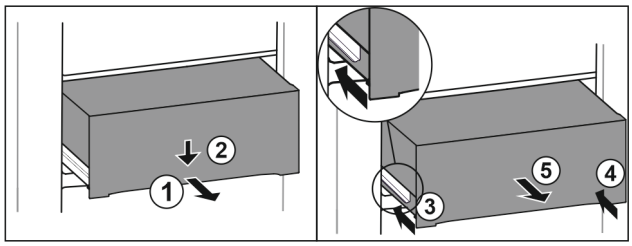

Fig. 146
▶ Tirer le tiroir jusqu'à mi-chemin. *Fig. 146 (1)*
▶ Appuyer sur l'avant du tiroir vers le bas. *Fig. 146 (2)*
▶ Insérer le rail gauche d'env. 2 cm. *Fig. 146 (3)*
▶ Insérer le rail droit d'env. 2 cm. *Fig. 146 (4)*
▶ Retirer le tiroir par l'avant. *Fig. 146 (5)*